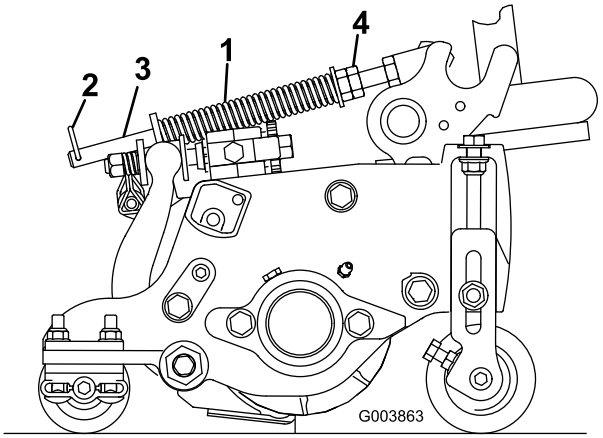

Figur 17
Græskompensationsfjederen (Figur 17) overfører også vægt fra forrullen til bagrullen. (Dette medvirker til at reducere dannelsen af et bølgemønster i grønsværen, også kaldet ondulation.)
1. Sørg for, at låseclipsen er monteret i det bageste hul i fjederstangen (Figur 17).
2. Stram sekskantmøtrikkerne på forenden af fjederstangen, indtil fjederens sammentrykkede længde er 12,7 cm på 13 cm-klippeenheder, eller 15,9 cm på 17,8 cm-klippeenheder (Figur 17).